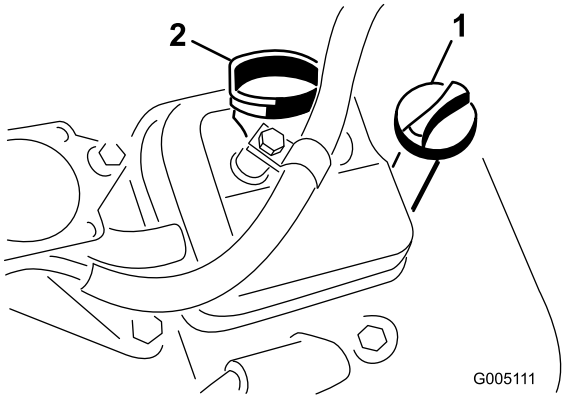

Figuur 25
2. Verwijder de peilstok en veeg deze af met een schone doek. Draai de peilstok in de buis. Let erop dat de peilstok volledig in de buis schuift (Figuur 25).